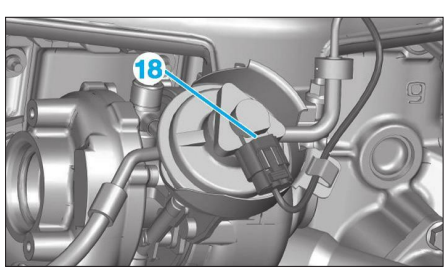

**Fig. 49**
• Déconnecter le connecteur (18) **(Fig.49)**.